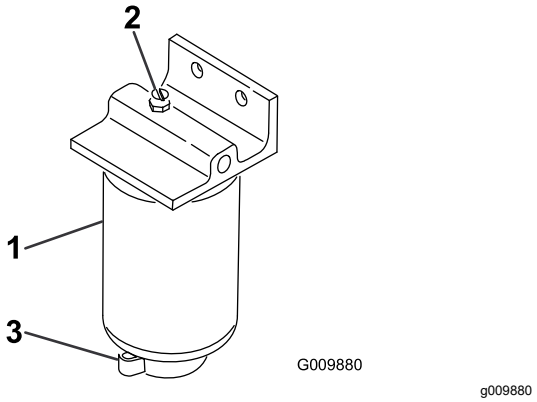

Figur 58
3. Løsne tappeventilen på bunnen av filterboksen (Figur 58).
2. Rengjør området der filterboksen skal festes (Figur 58).